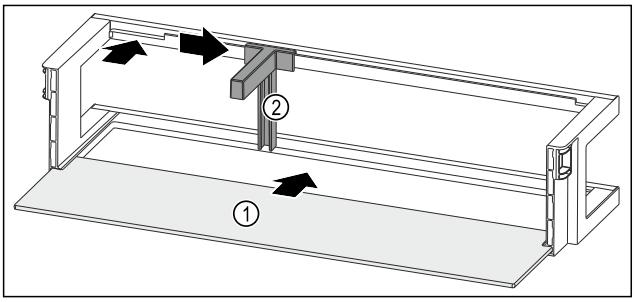

*Fig. 152 Raft montat pe ușă cu raft*
▶ Împingeți în interior raftul *Fig. 152 (1)* în degajările laterale.
▶ Introduceți suportul pentru sticle *Fig. 152 (2)* în degajare.
▶ Împingeți în lateral suportul pentru sticle *Fig. 152 (2)* în poziția dorită.